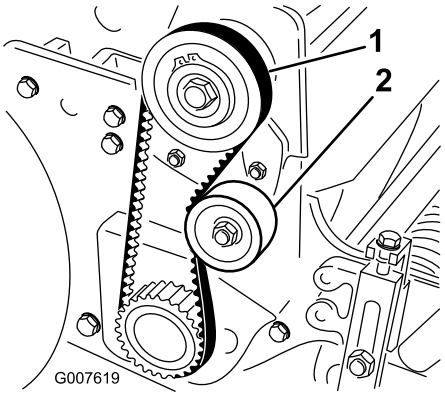

Figure 35
2. Check the tension by pressing the belt at mid span of the pulleys (Figure 35) with 18–22 N (4 to 5 lbs) of force. The belt should deflect 6 mm (1/4 inch).
A. Loosen the idler pulley mounting nut and pivot the idler pulley clockwise against the backside of the belt until you attain the desired belt tension (Figure 35).